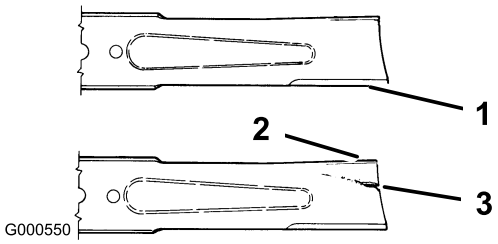

Figure 35
1. Examinez le tranchant des lames (Figure 35). Si elles ne sont pas tranchantes ou si elles présentent des indentations, déposez et affûtez les lames (voir Aiguisage des lames).
2. Inspectez les lames, surtout la partie incurvée (Figure 35). Remplacez immédiatement toute lame endommagée, usée ou qui présente une entaille (repère 3, Figure 35).